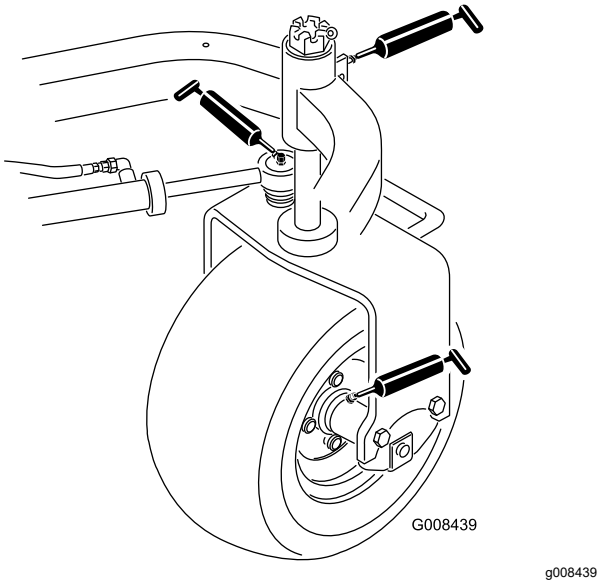

Figuur 26
- Wielnaaf achter (1) (Figuur 26)
- Zwenkwiellager (1) (Figuur 26)
- Stuurcilinder (2) (Figuur 26)